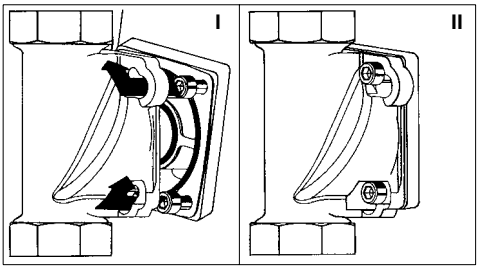

Afb. 3: inbouwdraaiflens met bajonet
– De vier flensschroeven in de bajonetuitboring in de inbouwdraaiflens steken (zie afb. 3 I).
– Het leidingwaterstation met de wijzers van de klok mee tot aan de aanslag draaien (zie afb. 3 II).